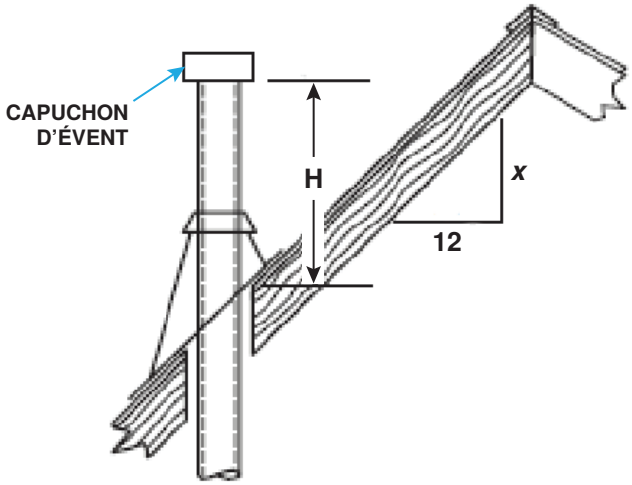

Figure 12. Hauteur de l'évent vertical à double paroi selon la pente du toit
b. **L'évent est à <8 pieds (<2.44 mètres) horizontalement de tout mur vertical ou obstruction :** terminez l'évent conformément à la **Figure 12** et au **Tableau 12**.
Variable *x* (voir Figure 12) = numérateur de pente de toit (pouces)*
Dimension H (voir Figure 12) = hauteur minimale jusqu'à la plus basse ouverture de décharge (pieds (mètres))